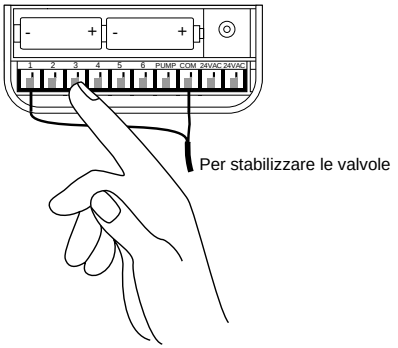

FIGURA 26: Collegamento dei fili delle valvole
- Può essere necessario aprire il terminale per consentire l'inserimento e la rimozione del filo. A tal fine basta premere verso l'alto la linguetta che si trova nella parte superiore del morsetto**[vedere Figura 26]**.
- Collegare il neutro al morsetto identificato con **COM [vedere Figura 26].**